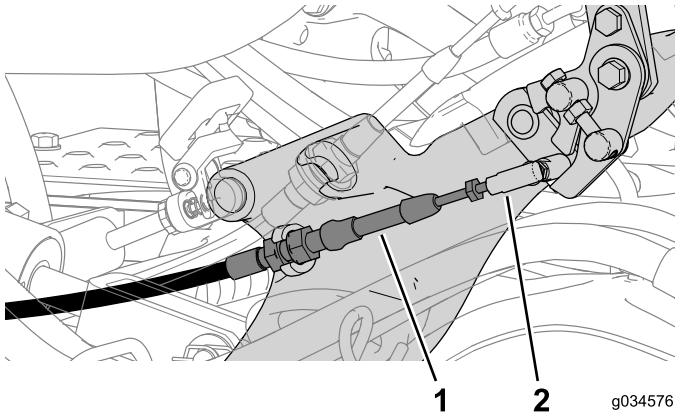

Рисунок 6
4. Отсоедините трос фиксации нейтрального положения от соединителя шарового шарнира на штоке привода в сборе (Рисунок 6).